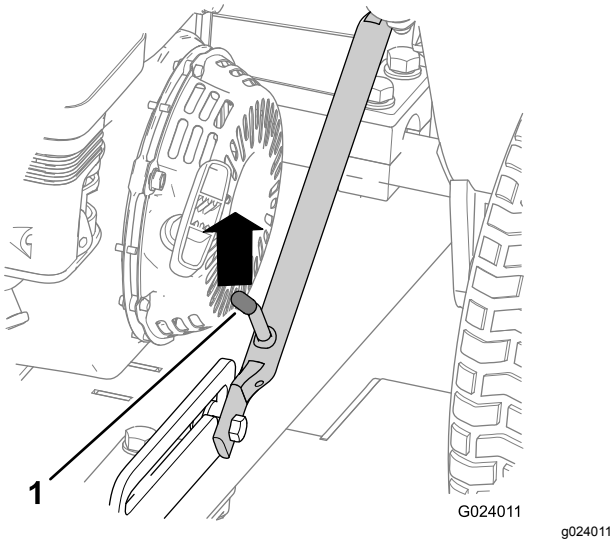
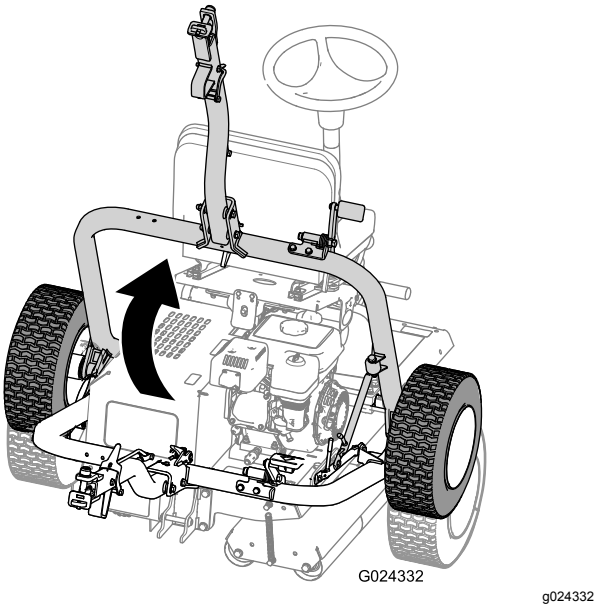

Figuur 24
Figuur 28
A. Duw de trekhaak omhoog tot de vergrendelingshendel loskomt van de pal (Figuur 24).
D. Breng de trekhaak omhoog (Figuur 28) totdat de vergrendelingshendel in de pal klikt (Figuur 24).